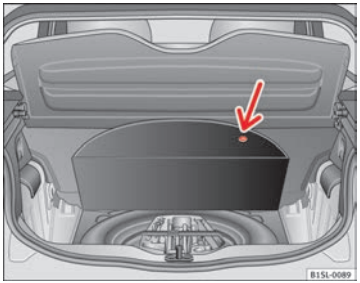

Fig. 131 In the luggage compartment: The carpet is raised.
The vehicle tool kit, spare wheel, temporary spare wheel and the tire mobility set are stored in the luggage compartment under the carpeted floor panel ⇒ fig. 131.
- Raise the carpet at the recess (arrow) ⇒ fig. 131.